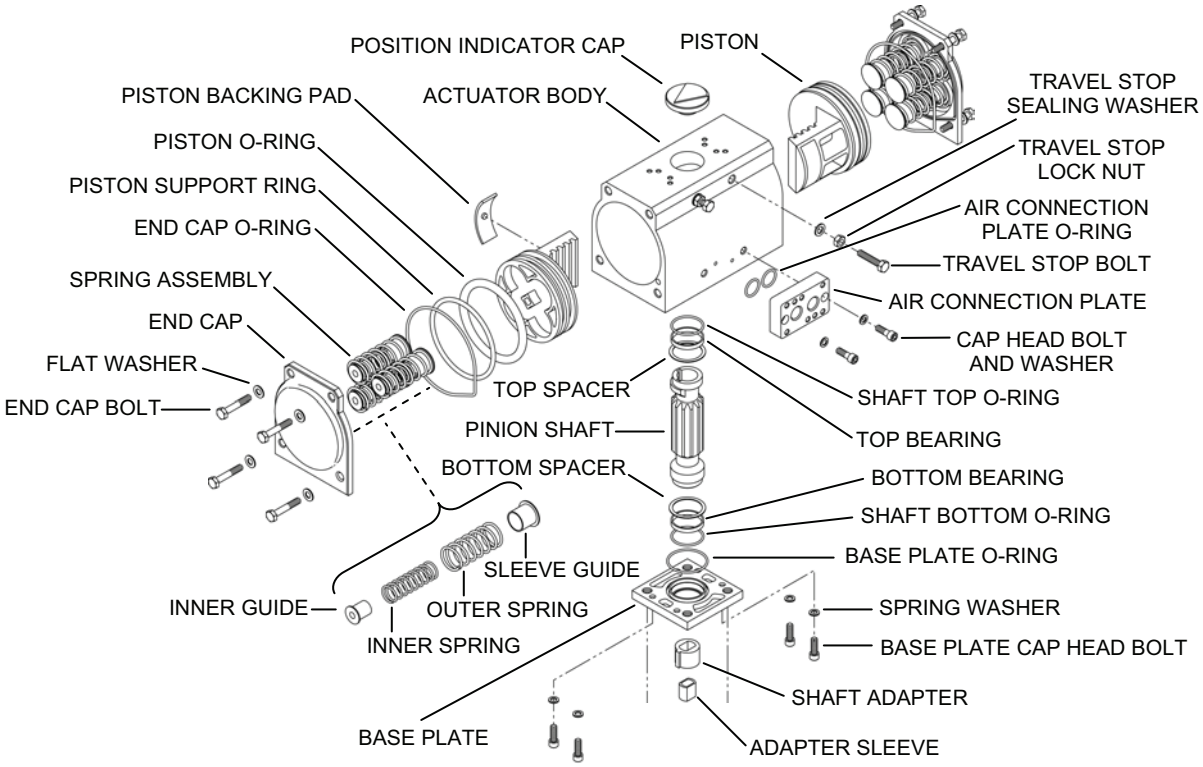

Figure 20. Actuator Disassembly.
1. Disassemble the actuator as follows (see Figure 20):
3. Remove and replace the following components with new components (see Figure 20):
4. Reassemble the actuator as follows (see Figure 20):
2) With the air connection plate facing you, insert the right piston into the bore of the actuator body with its backing pad toward you and insert the left piston into the bore with its backing pad away from you (see Figure 20).